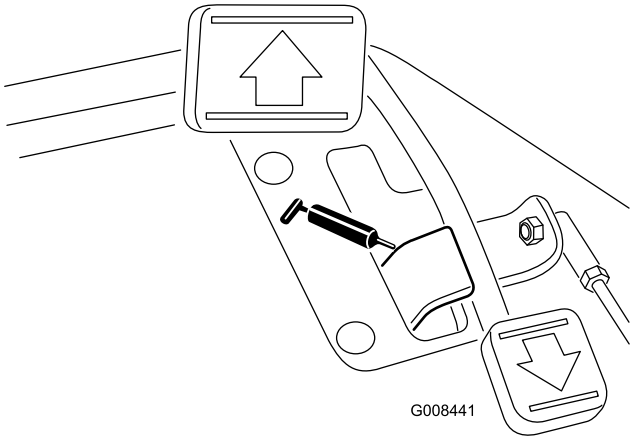

Figur 35
- Trekkpedaltapp (én) (Figur 35)